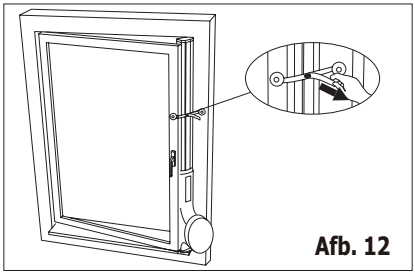

Afb. 12
3. Duw de vergrendelingshendel terug om de vensterschuifkit op de juiste lengte af te stellen, sluit het raam en knijp de raamset tussen het raam en het venster om de raamset goed vast te maken. Pel de beschermfolie aan de achterkant van de ankertabs af en bevestig dit op het venster. Maak vervolgens het bandje vast (afb. 12).